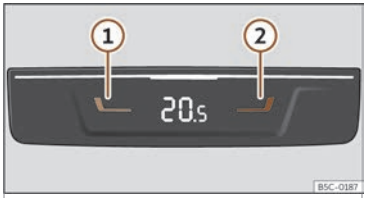

Fig. 131 Na parte traseira da consola central:mandos para as prazas traseiras.
- Prema as teclas ① e ②>>> **fig. 131** para axustar a temperatura da zona posterior.